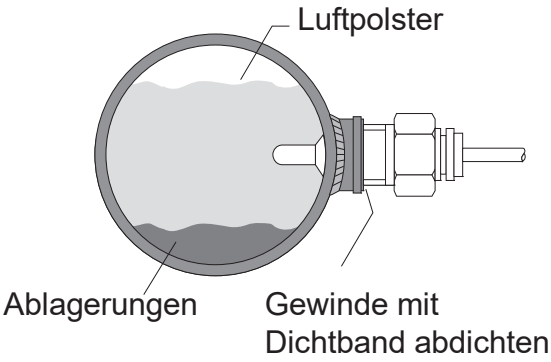

Abb. 2a: Einbau seitlich
- Bauen Sie den Strömungswächter in die nach Kap. 3 vorbereitete Rohrleitung ein (siehe auch Abb. 2a+b).
- Bei seitlicher Montage können Luftpolster und Ablagerungen kaum zu Beeinträchtigungen führen, wenn die Messsonde vollständig vom Medium umströmt wird (Abb. 2a).